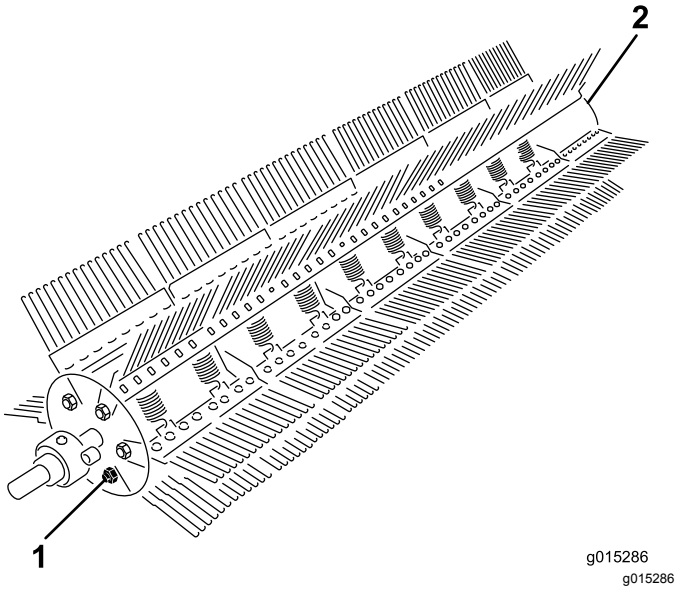

**Figur 27**
2. Ta bort skruven och låsmuttern från ena änden av räfsstången (Figur 27).